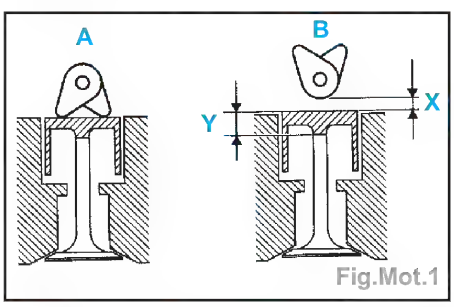

Fig.Mot.1
- Placer les soupapes du cylindre (A) en position fin échappement début admission et vérifier le jeu (X) du cylindre (B) (Fig.Mot.1).